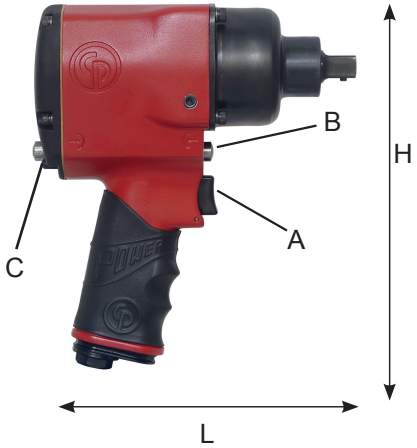

Fig. 02
- To switch rotation, push the switch (B) as shown in Fig. 02
- Zum Umstellen der Drehrichtung drücken Sie den Schalter (B), wie in Abb. 02 gezeigt.